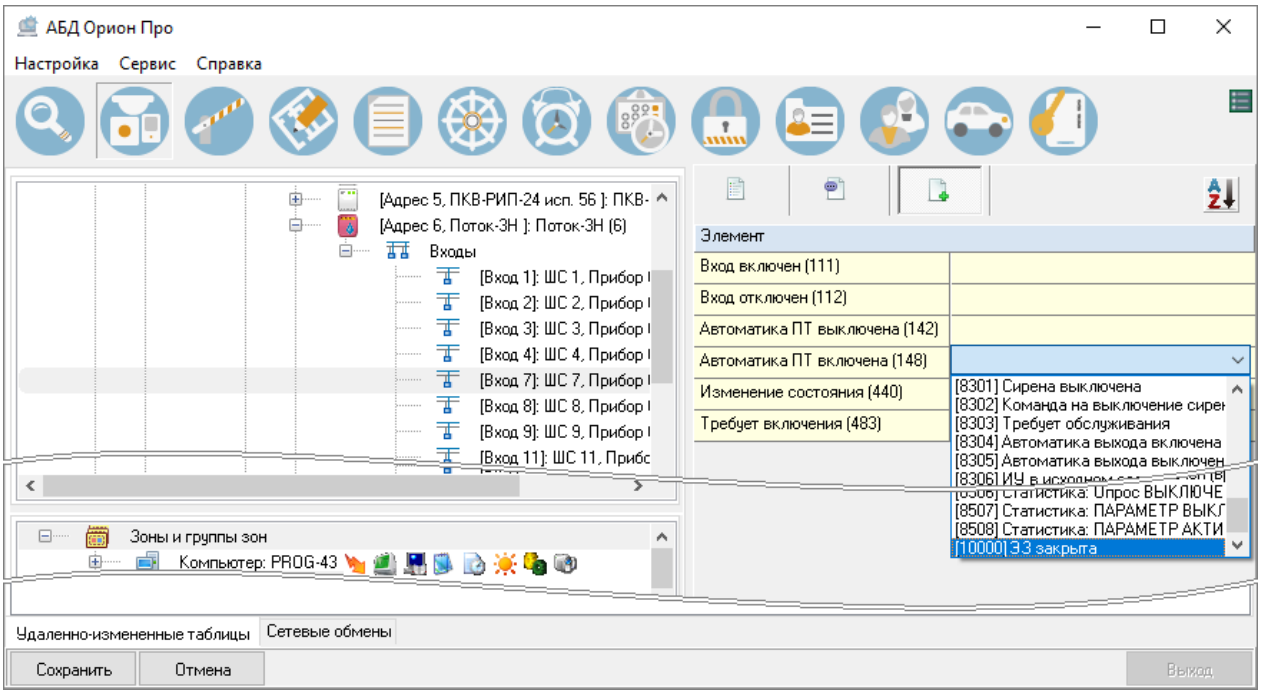

Рисунок 6-47 Переименование события системы
6) в поле справа от выбранного события в выпадающем списке событий объектов системы выберите то событие[4], наименование которого который будет транслироваться (см. п. 6.3.1.2.20.3.1) при возникновении события, для которого применяется переименование (см. Рисунок 6-47);